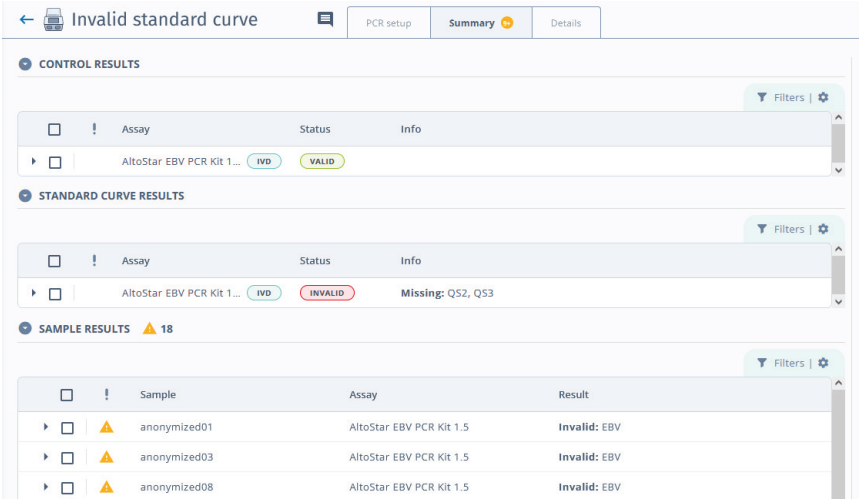

Figura 7: Pestaña Summary (resumen): QS ausentes en los resultados de la curva estándar
Para un análisis cuantitativo se necesitan los 4 estándares de cuantificación (QS). Si se utilizan menos de 4 QS, FastFinder Standalone marca la curva estándar como no válida. En la pestaña **Summary** (resumen), todas las muestras asignadas cuantitativamente se marcan con una advertencia (consulte la figura 7).